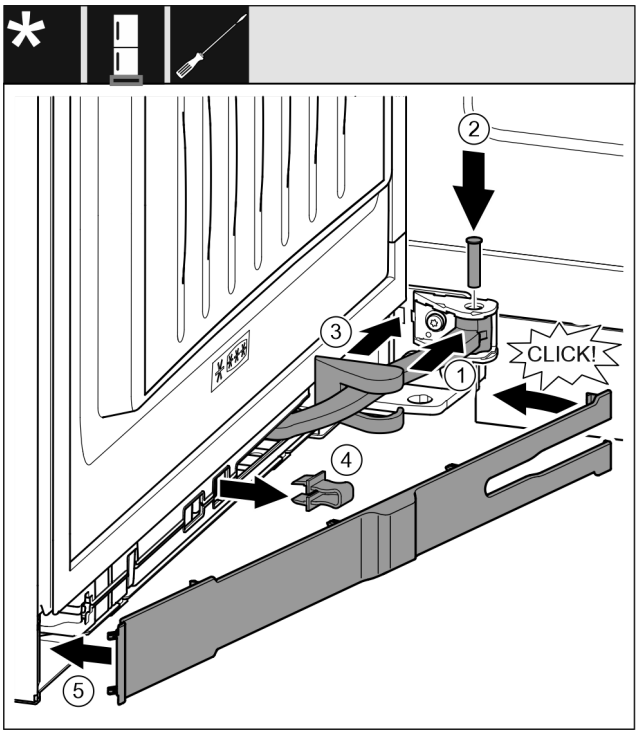

Fig. 32
▶ Otočte kloub *Fig. 32 (1)* v závěsu.
▶ Šroubovákem vložte čep *Fig. 32 (2)* do závěsu a kloubu. Přitom dávejte pozor, aby byla zajišťovací vačka správně usazena v drážce.
▶ Posuňte kryt stojanu ložiska *Fig. 32 (3)* podél kloubu a namontujte nad závěsem.
▶ Pojistku *Fig. 32 (4)* vytáhněte.
▶ Záslepku *Fig. 32 (5)* na straně madla nasaďte a sklopte.